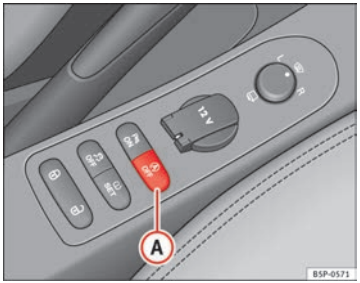

**Fig. 137 The Start-Stop function button.**
– Press the (A) ⇒ Fig. 137 located in the centre console. When the Start-Stop function is deactivated, the pushbutton indicator lights.
– Press the (A) ⇒ Fig. 137 located in the centre console. The indicator on the button will go out.